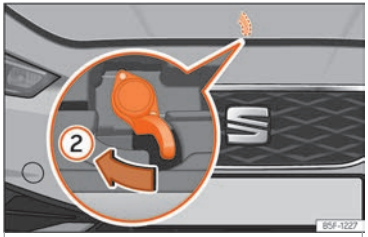

Fig. 222 Levier sous le capot.
- Pour soulever le capot moteur, appuyez vers la gauche avec la paume de la main vers le bas sur le levier situé sous celui-ci, au centre ››› fig. 222 ②. Les crochets de fixation sont alors déverrouillés.